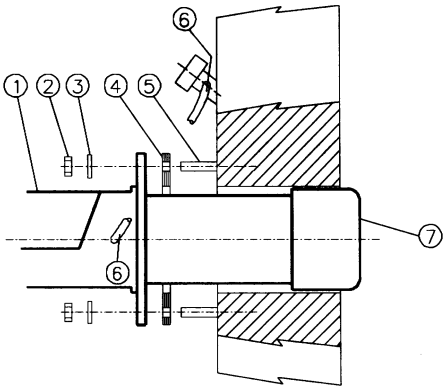

Рис. 6
4). закрепить ее с помощью гаек к крепежным винтам котла, согласно схеме на Рис. 6.